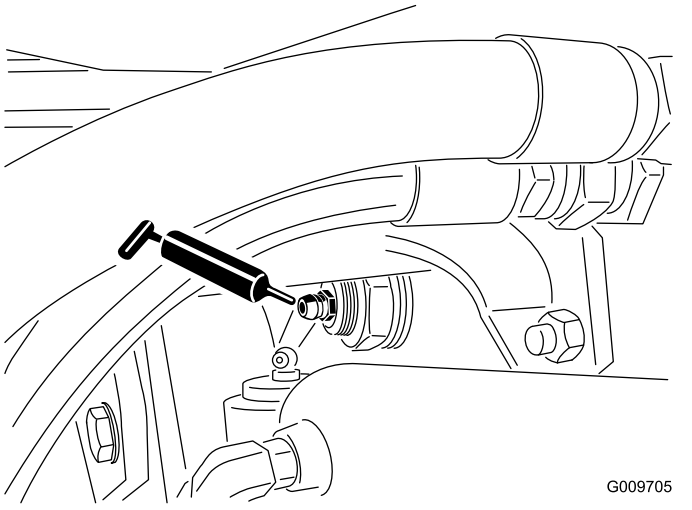

Figur 59
- Bagakslens drejebøsninger (to stk.) som vist i Figur 59)